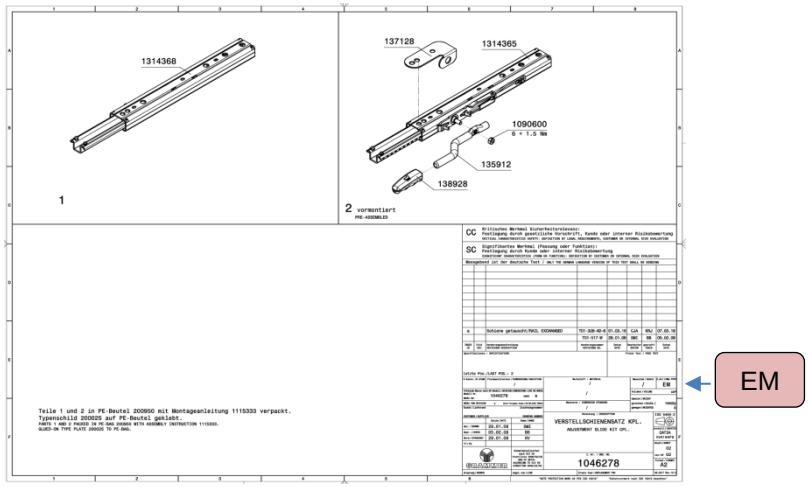

Bild 6.4.2
- **Blatt 2 (siehe Bild 6.4.2) der Ersatzteilzeichnung**